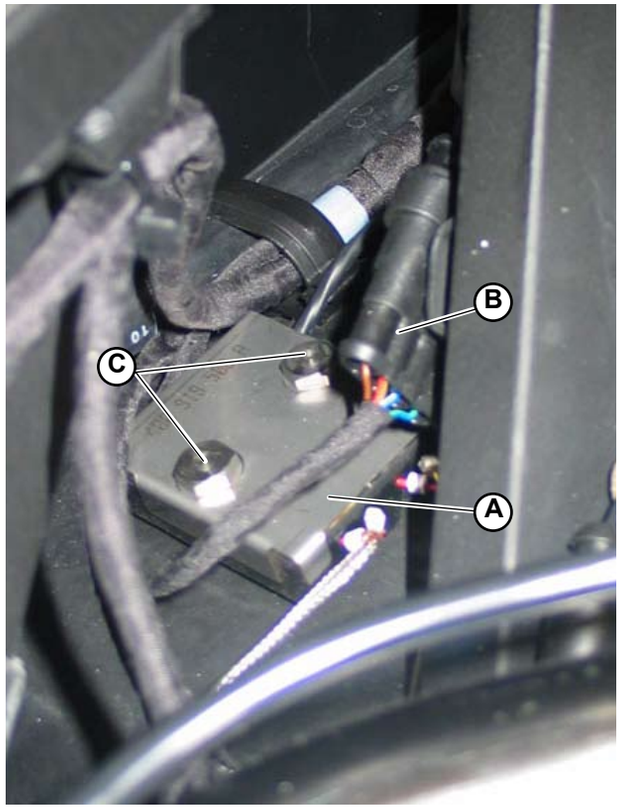

Fig.5
1. Access through the rear hood and disassemble the cold junction control unit (**A-Fig.5**) by disconnecting the connection (**B-Fig.5**) and unscrewing the 2 screws (**C-Fig.5**) securing the control unit to the car.